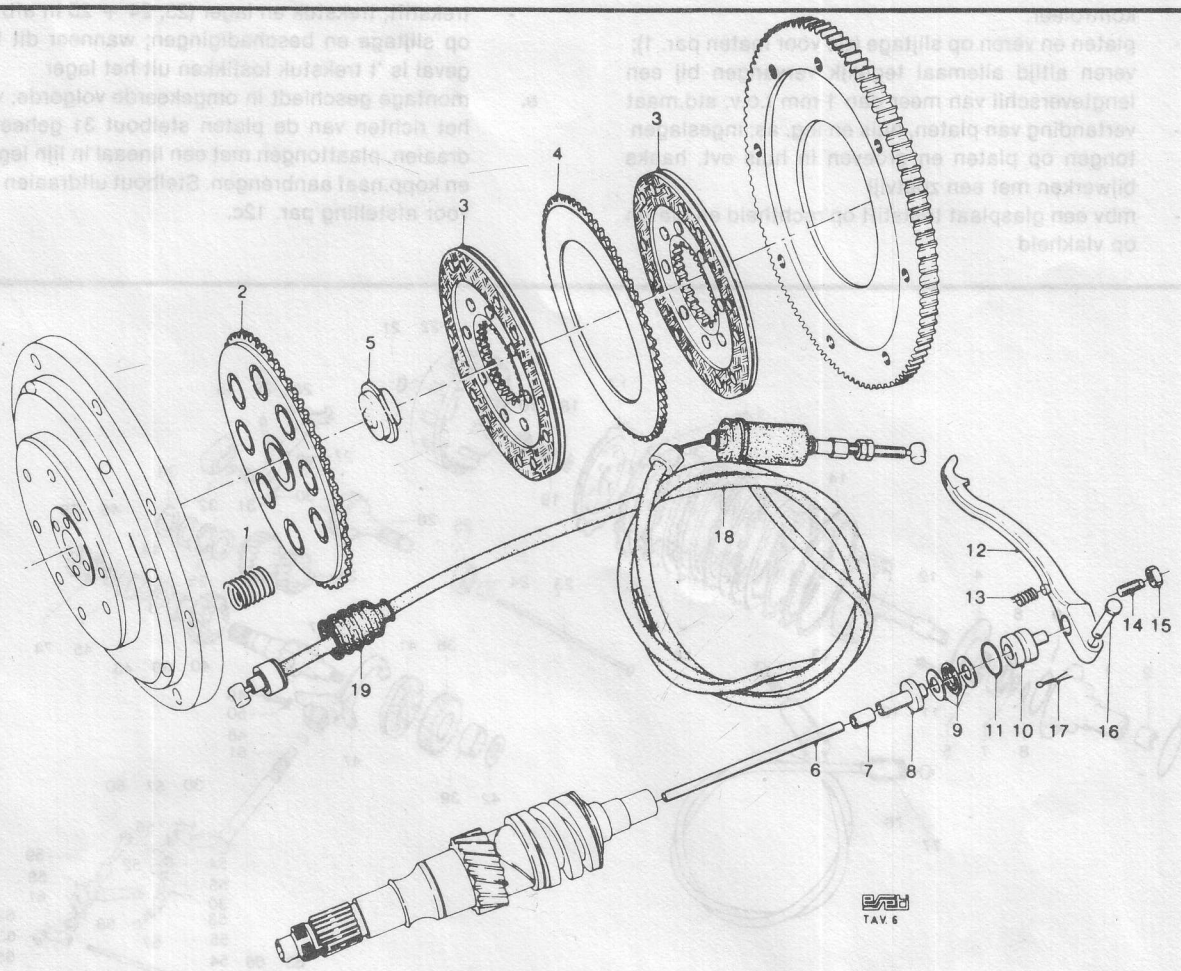

afb. 21 - kopp.onderdelen en 5-versn.bak
m. alle onderdelen van de kopp.drukstift (afb. 21) goed invetten en monteren. Kopp.hevel, veer + slotpen aanbrengen en met splitpen vastzetten; zie voor het afstellen van de stelbout par. 12